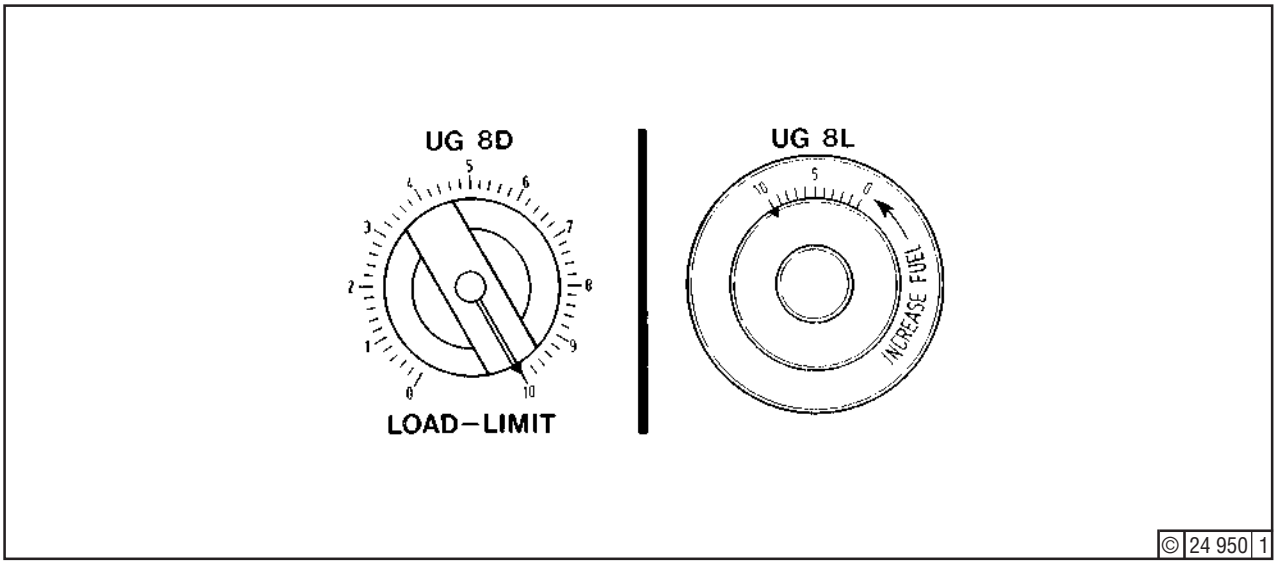
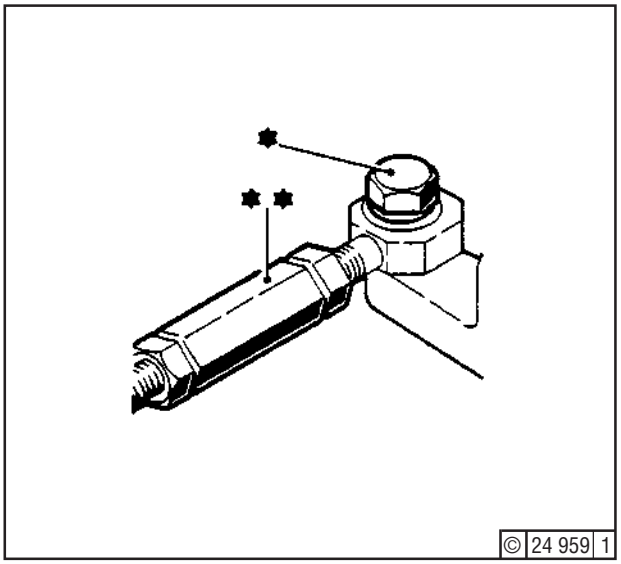

Fig. 15
Fig. 16
10. Turn governor to graduation (10) - Fig. 15 - and secure link C1(Fig. 16) to point A5 (*). Adjust length of link (**) at point C5 to ensure freedom from internal stressing.